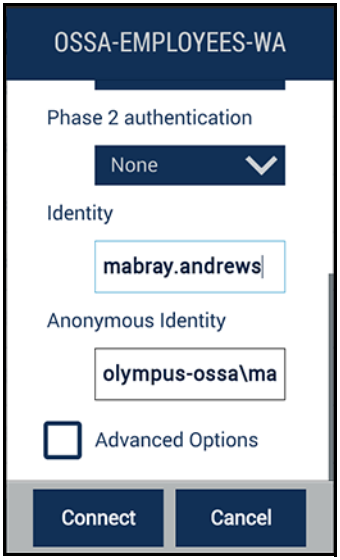

Рис. 4-26 Диалоговое окно аутентификации (часть B)
5. Проведите пальцем вниз, чтобы открыть экран **Идентификация** (см. Рис. 4-26 на стр. 138).